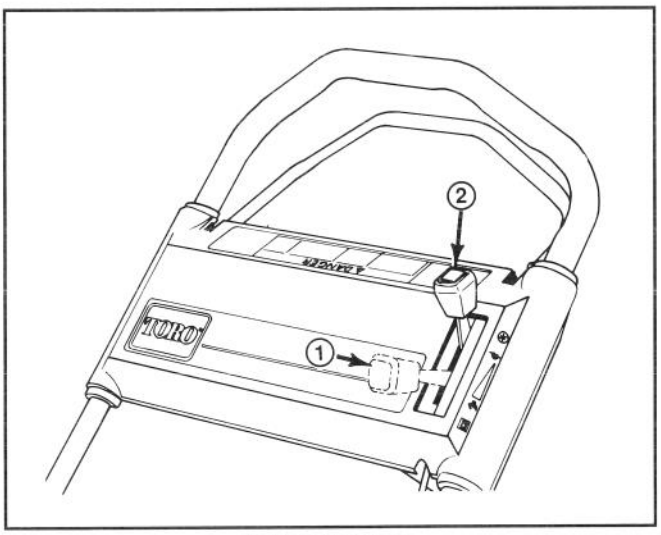

Afbeelding 9
2. STARTEN—Zet de gasklep op CHOKE (Afb. 9). Trek de repeteerstarter op de motor uit to het touw strak staat en trek vervolgens krachtig om de motor te starten. Als de motor start, de gasklep op "snel" zetten of de rijsnelheid naar wens afstellen.
3. STOPPEN (Afb. 9)—Om de motor uit te schakelen, de gasklep achteruit in de ENGINE OFF (✱) stand zetten. Trek de draad uit de bougie wanneer de maaier onbewaakt wordt achtergelaten of niet wordt gebruikt.
2. Zet de gasklep op "snel" (Afb. 9).